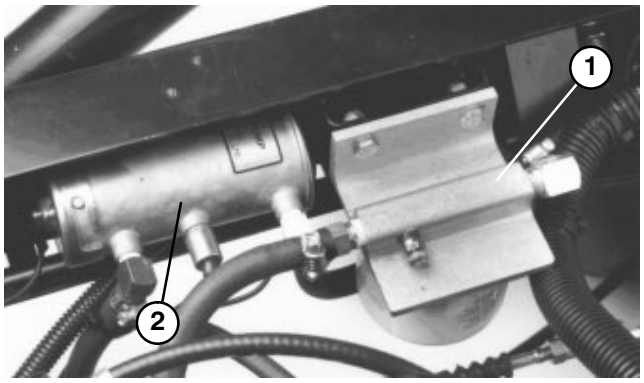

**Figure 35**
## FUEL SYSTEM (Fig. 35−37)
**2.** Fuel filter/water separator is mounted on inner side of right frame rail (Fig. 35).
**2.** Fuel pump is mounted on inner side of right frame rail (Fig. 35).